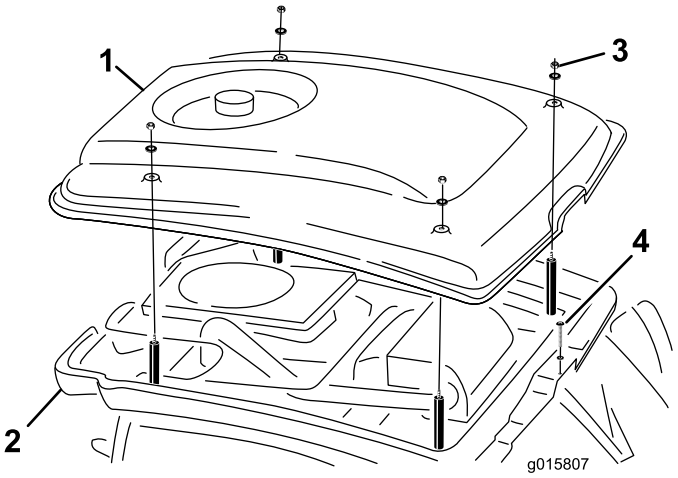

Figure 8
Remove the (4) nuts, washers and bushings securing the cab roof to the headliner (Figure 8). Also, remove the small fastener securing the front edge of the roof to the headliner. Carefully prop up the roof to gain access to the inside of the headliner.